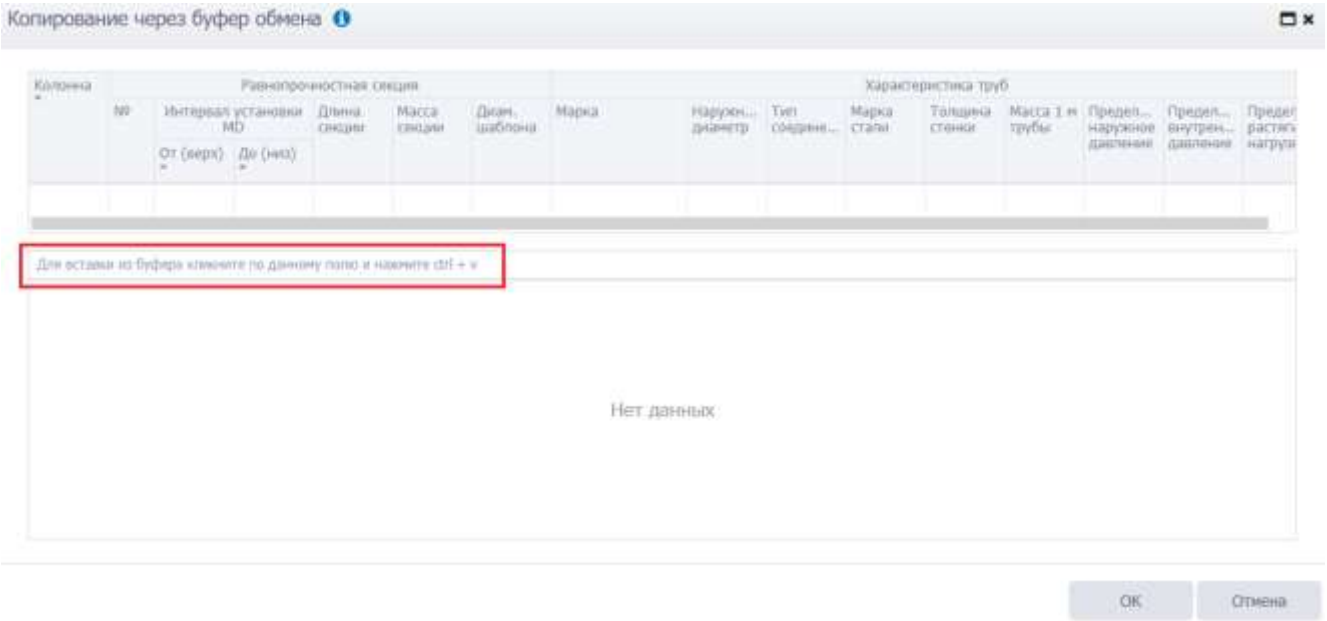

Рис. 3.137
- вставить из буфера. Для вставки заранее подготовленных значений из таблицы Excel выделите соответствующие строки, не выделяя заголовок таблицы, и нажмите на кнопку «Вставить из буфера». С помощью сочетания кнопок ctrl+v вставьте скопированные данные в поле для вставки (рис. 3.137). При необходимости измените значения. Для сохранения нажмите на кнопку ОК.